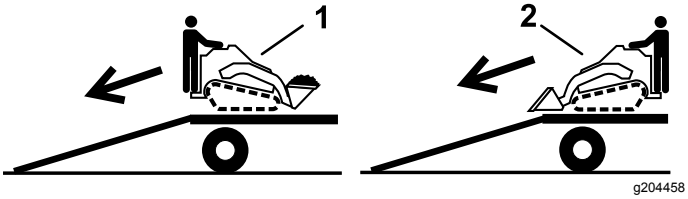

**Figuur 30**
2. Rij de machine van de aanhanger met de zwaarste kant naar de bovenste zijde van de oprijplaat gericht, en zorg dat de lading onderaan zit (Figuur 30).